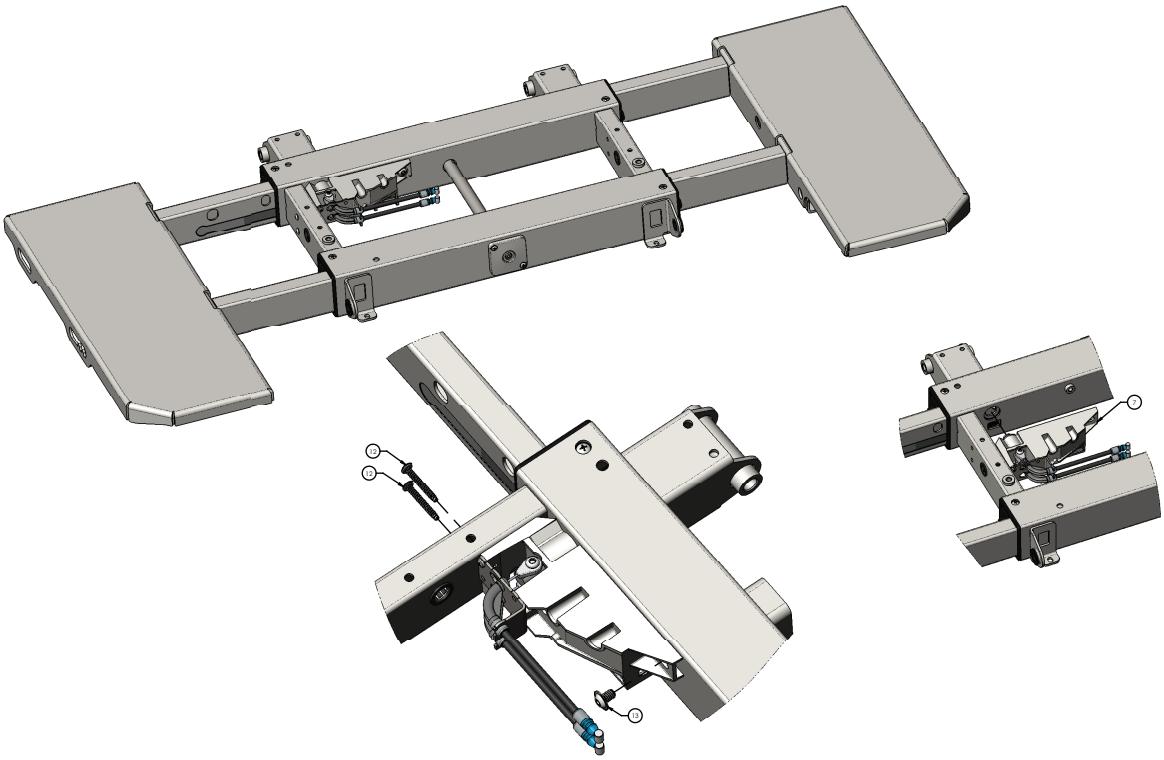

Figure 22 – Remplacement de la carte DPM, pied
10. À l’aide d’une clé Torx T25, retirer et conserver la vis (13) qui fixe l’ensemble DPM (7) au châssis du pied (Figure 22).
11. À l’aide d’une clé Torx T20, retirer et conserver les deux vis (12) qui fixent l’ensemble DPM (7) au châssis du pied (Figure 22).